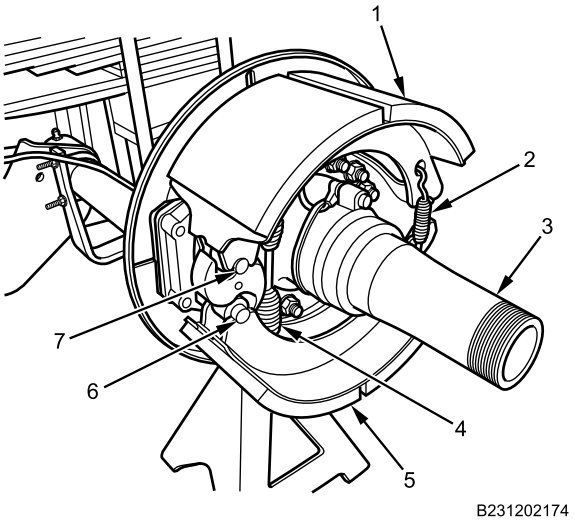

Figure 5. Brake Shoes.
3. Apply silicone grease only where brake shoes contact rollers (Figure 5, Item 6 and 7).
4. Position two new return springs (Figure 5, Item 2) on upper (Figure 5, Item 1) and lower brake shoes (Figure 5, Item 5) in position and orientation noted during removal.
5. Position brake shoe assembly (Figure 5, Item 1, 2, and 5) on rear axle (Figure 5, Item 3) in position noted during removal.
6. Install new retaining spring (Figure 5, Item 4) in position and orientation noted during removal.
7. Lift upper brake shoe (Figure 5, Item 1), and install roller (Figure 5, Item 7) and roller retainer on brake S-camshaft.
8. Push down on lower brake shoe (Figure 5, Item 5), and install cam roller (Figure 5, Item 6) and roller cam clip on brake S-camshaft.